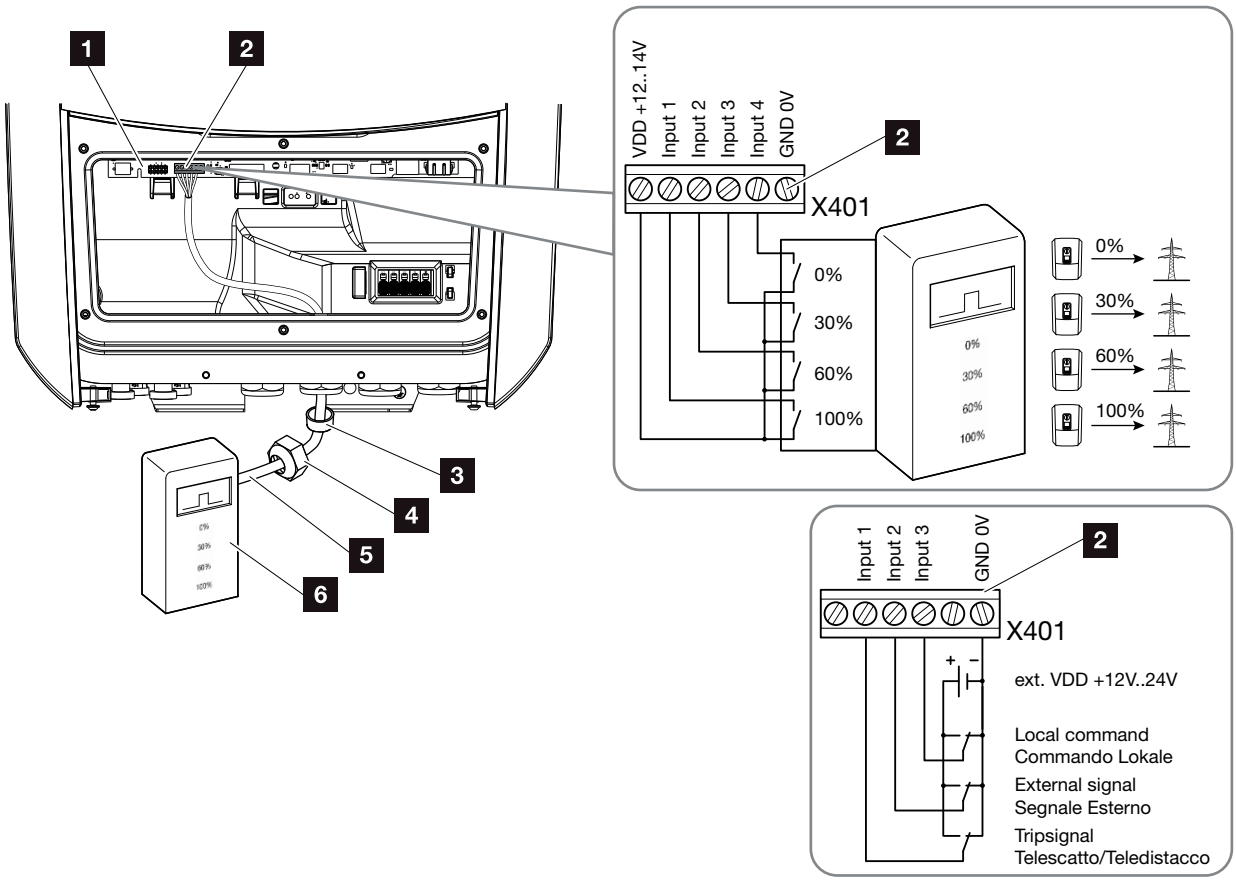

Fig. 29: Ligação do recetor de telecomando centralizado
4. Ligue o cabo de comunicação no inversor ao borne de ligação para o recetor de telecomando centralizado **Fig. 29 pos. 2**